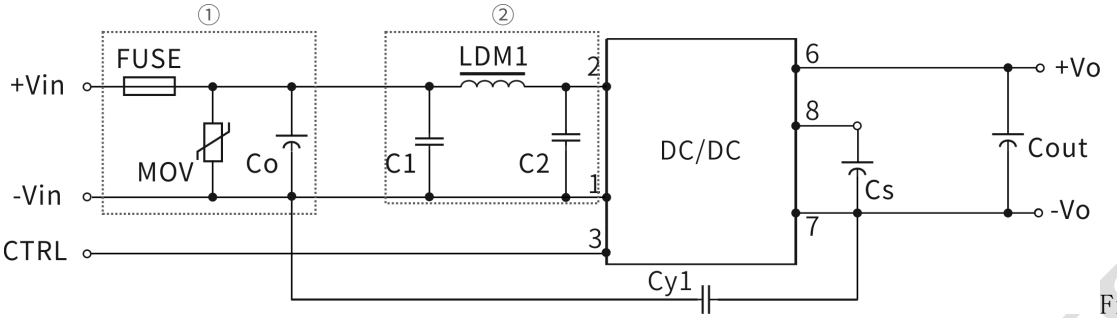

Figure 3
In Figure 3, part ① is used for EMS testing; part ② is used for EMI filtering and can be selected as needed;